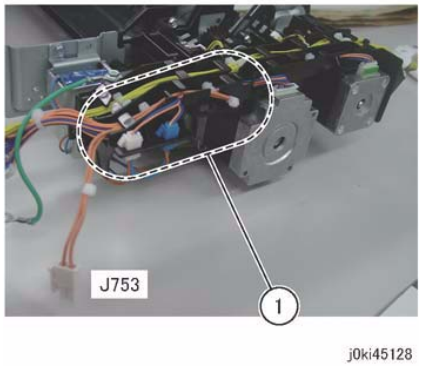

Figure 2 J753 Location
10. Remove the wire harness from the Harness Guide. (Figure 2)